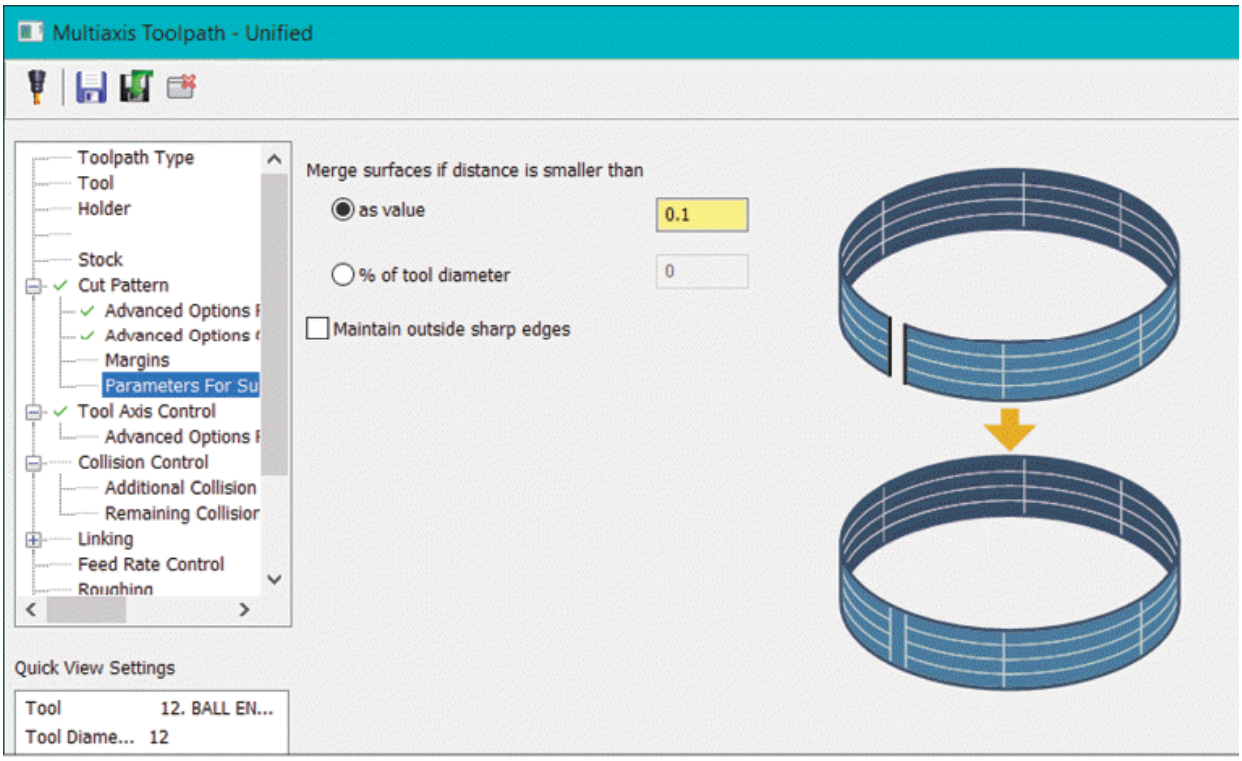

Figure-27. Parameters for Surface Edge Handling options
- Select the **Parameters For Surface Edge Handling** option from the **Cut Pattern** node to smoothen abrupt changes in the edges of surface. The options will be displayed as shown in Figure-27.